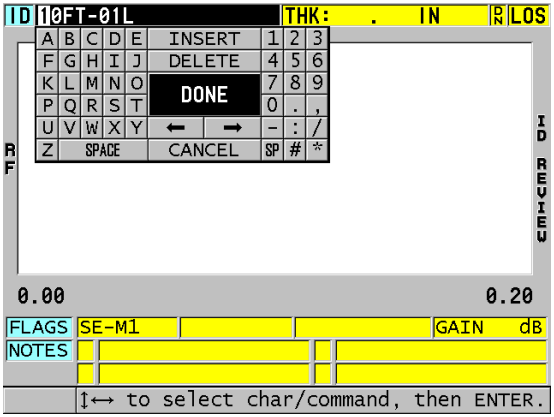

Rysunek 11-28 Edytowanie numeru identyfikatora w trybie edycji
4. Ponownie naciśnij klawisz **[ID#]** i edytuj wartość identyfikatora (patrz Rysunek 11-28 na stronie 236).